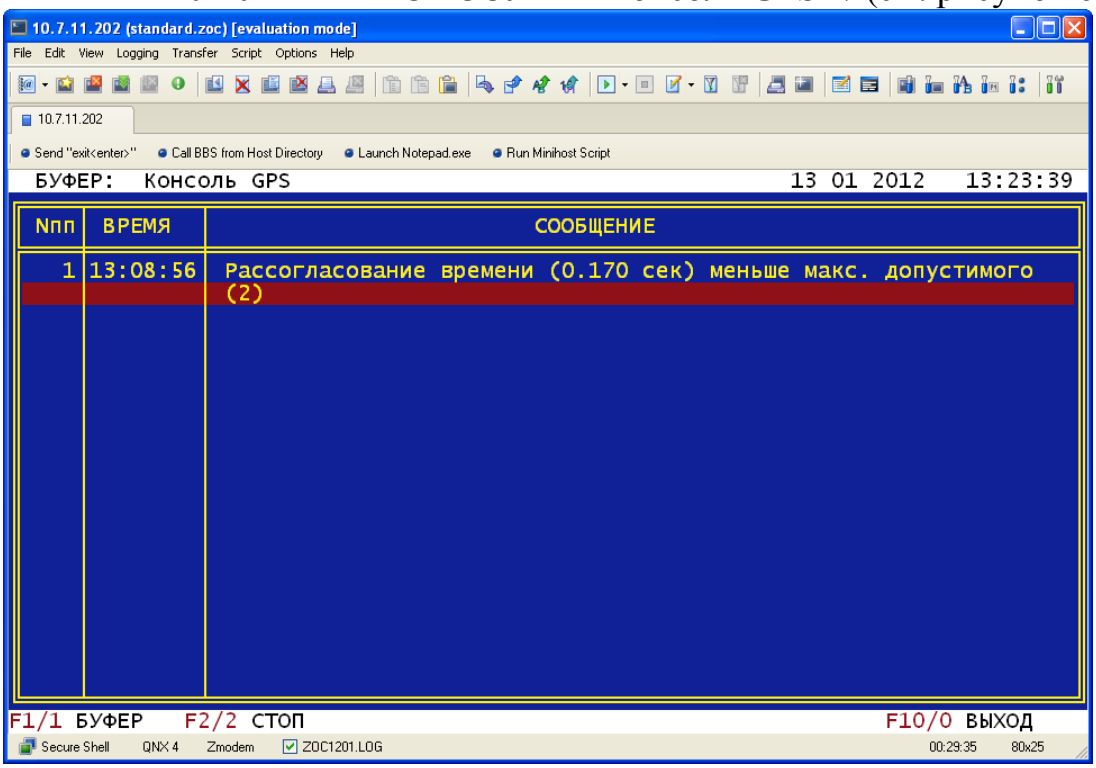

Рисунок 6
2.3.1.15 Убедиться, что данные от УССВ принимаются. Проверить прием данных в реальном времени с интервалом 15 минут через консоль /* НАЛАДКА -> ВИРТУАЛЬНАЯ КОНСОЛЬ -> Консоль GPS */ (см. рисунок 6) .